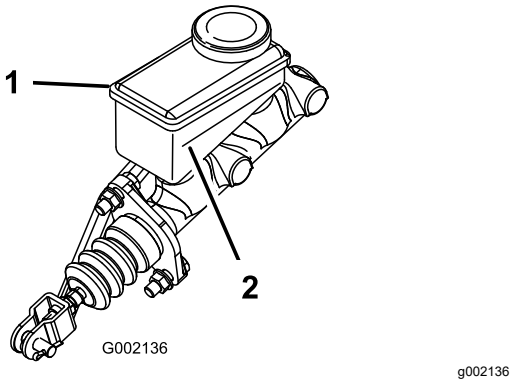

Figura 56
3. Mire el nivel de aceite en el lateral del depósito (Figura 56).
B. Añada líquido de frenos DOT 3 al depósito hasta que el nivel esté por encima de la línea Mínimo (Figura 56).